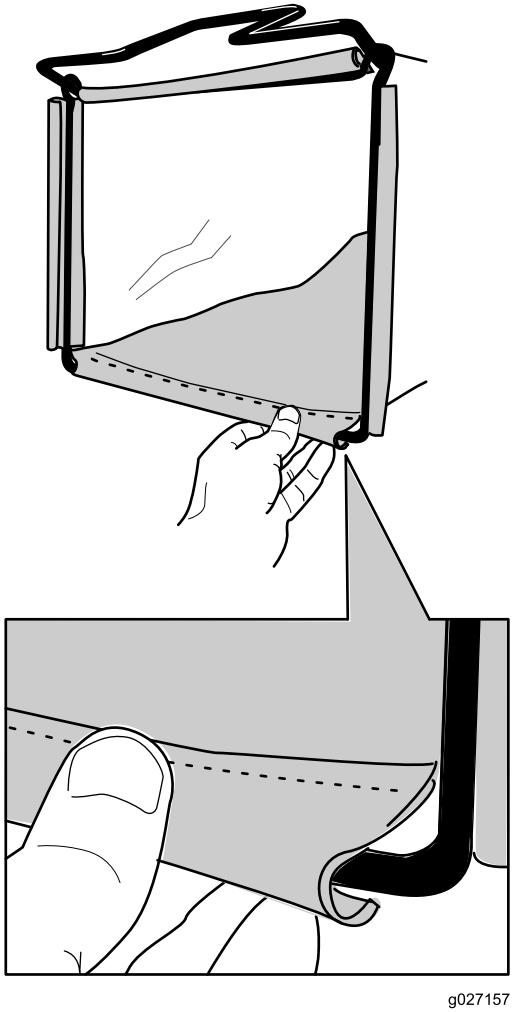

Figur 7
2. Haka fast uppsamlarens nedre kanal på den nedre delen av ramen (Figur 7).
3. Haka fast uppsamlarens övre kanal och sidokanaler på överdelen respektive sidorna på ramen (Figur 7).